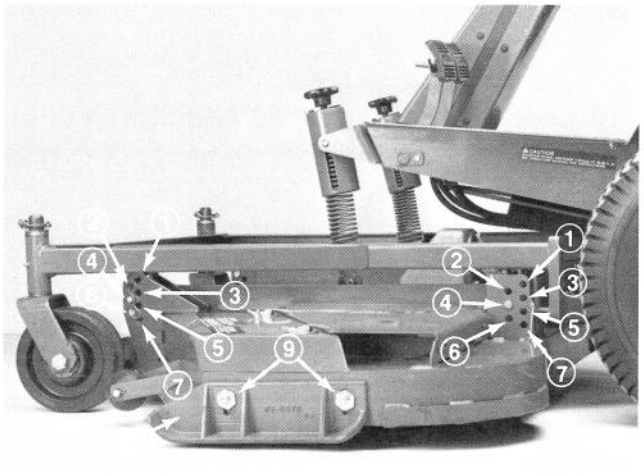

Figure 8
The height-of-cut is adjustable from 1 to 4 inches (25 to 102 mm) in 1/2 inch (13 mm) increments by relocating four clevis pins in different hole locations in brackets at each corner of the cutting unit (Fig. 8).
2. Adjust skid by loosening flangenuts, positioning skid as desired, and retightening flangenuts (Fig. 8).